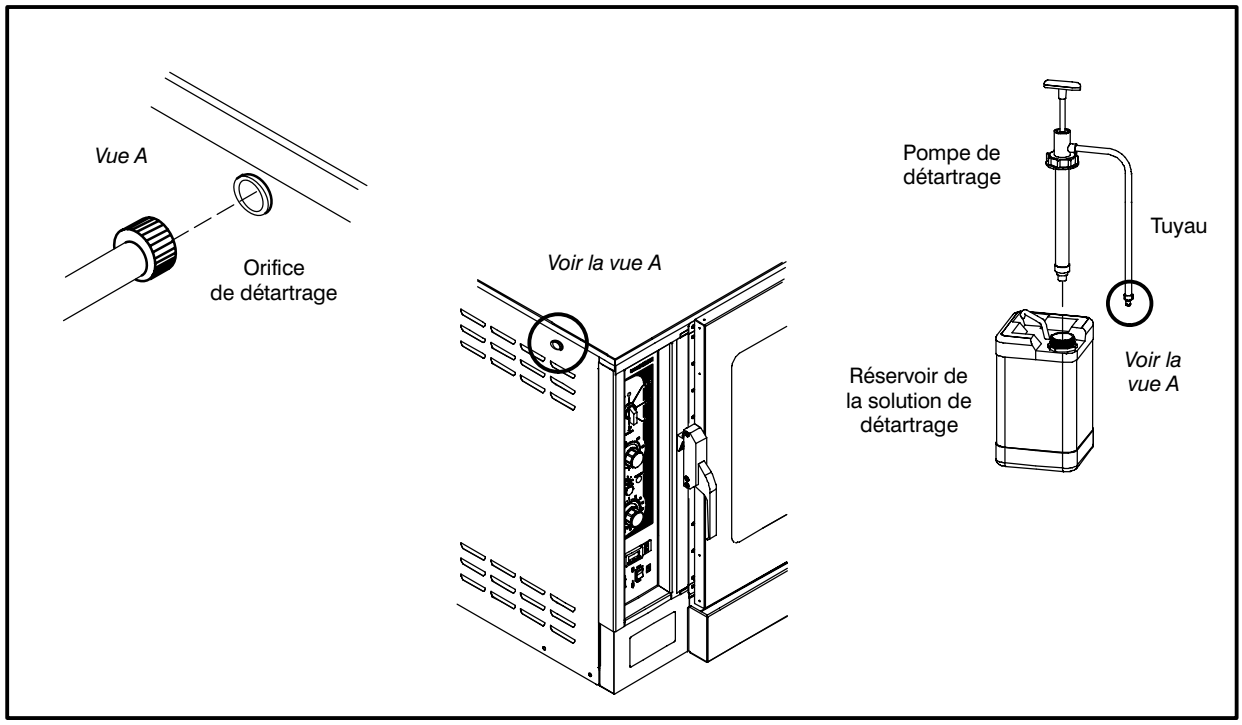

Figure 20
2. Retirez le bouchon de l'appareil. Connectez l'extrémité du tuyau de pompe à l'orifice de détartrage. Voir la Figure 20.
3. Pompez l'agent de détartrage dans l'appareil en tirant complètement, puis en poussant vers le bas, la manette de la pompe. Chaque mouvement vers le haut, puis vers le bas, correspond à un (1) pompage. Utilisez le tableau ci-dessous.